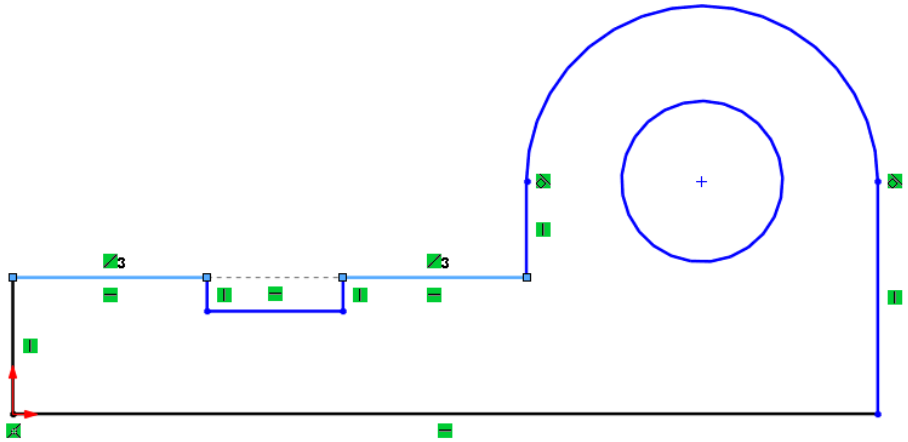

Figure 2-76 Sketch after relationship
5. Select the line 5 and line 9 and choose the **Collinear** button from the **Add Relations** rollout to apply the **Collinear** relation to the selected entities. Refer to Figure 2-76 after applying relations.